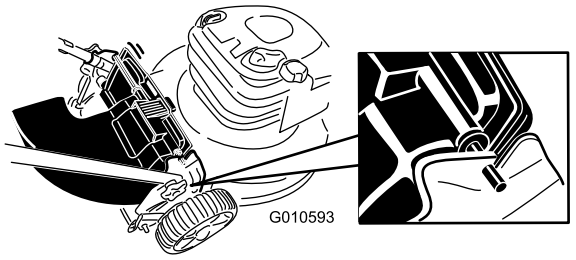

**Figuur 17**
4. Steek de stang op de afvoergeleider in de inkepingen op de machine (Figuur 17).